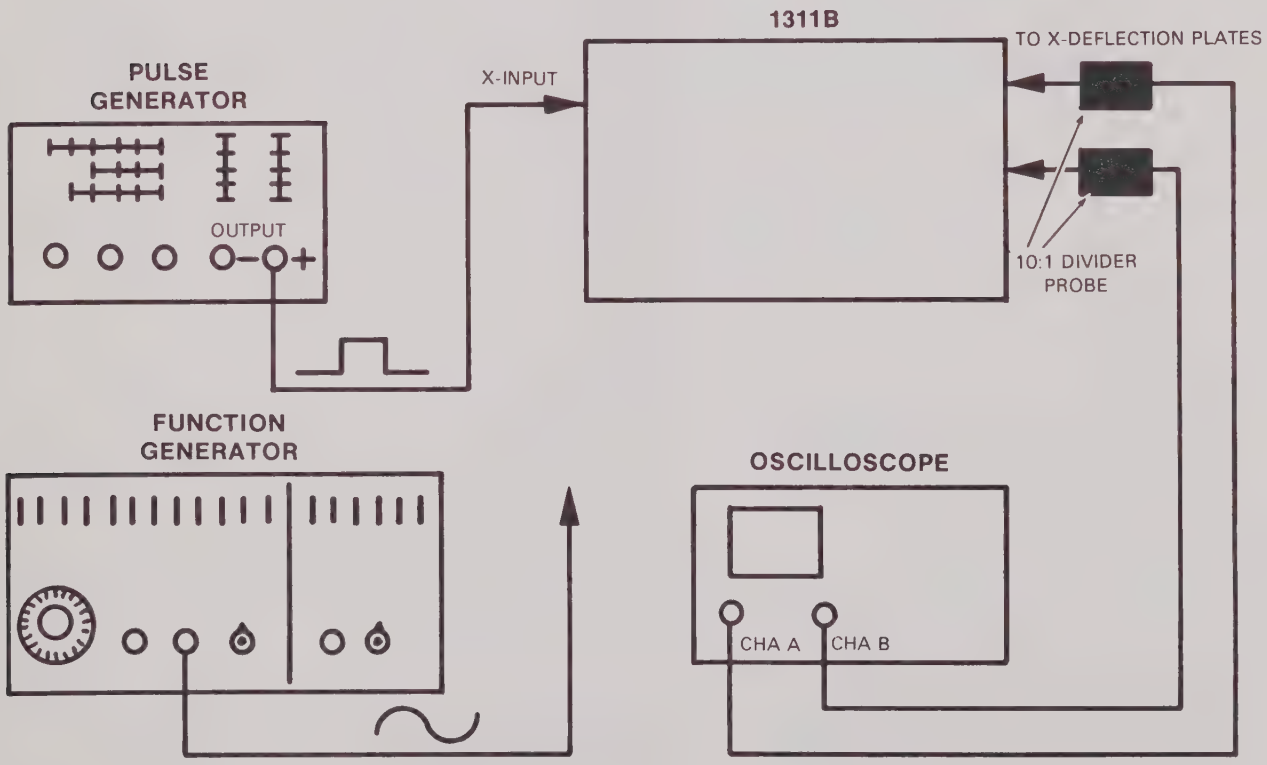

Figure 5-8. X-amplifier Pulse Response and Bandwidth Adjustment Setup
b. Connect equipment as shown in figure 5-8.